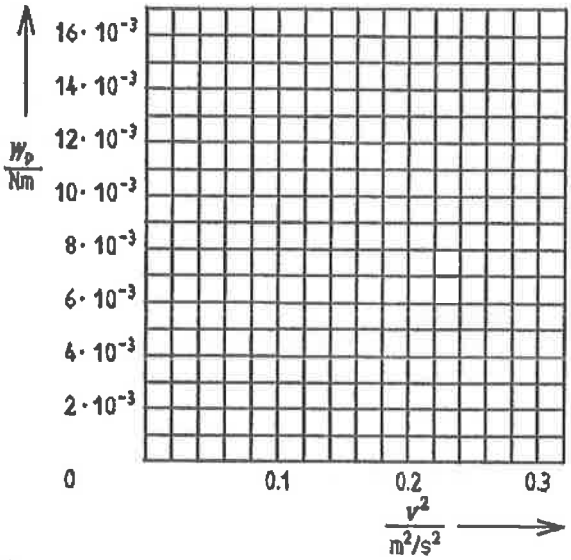

Fig. 4
4. Déterminer la pente k de la courbe de la figure 4. Quelle est l'unité de k? Comparer le résultat avec la masse de l'ensemble du système. Que constate-t-on? k = ... ?